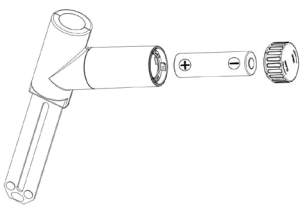

Figure 3A
- Remove the battery compartment cap and insert 1 x AA battery, observing polarity as shown in Figure 3A. Replace the battery cap.